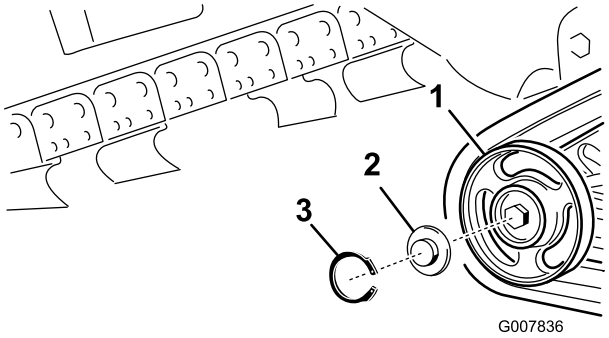

Rysunek 51
2. Usuń pierścień sprężynujący i kołpak z koła jezdnego (Rysunek 51).
3. Sprawdź smar pod kołpakiem i wokół uszczelki (Rysunek 51). Jeżeli smar jest zabrudzony, pełen grudek lub gdy go brakuje, należy usunąć cały smar, wymienić uszczelkę i dodać nowego smaru.
5. Przełóż nasmarowany kołpak koła jezdnego przez łeb śruby (Rysunek 51).
6. Zabezpiecz kołpak koła jezdnego za pomocą pierścienia sprężynującego (Rysunek 51).